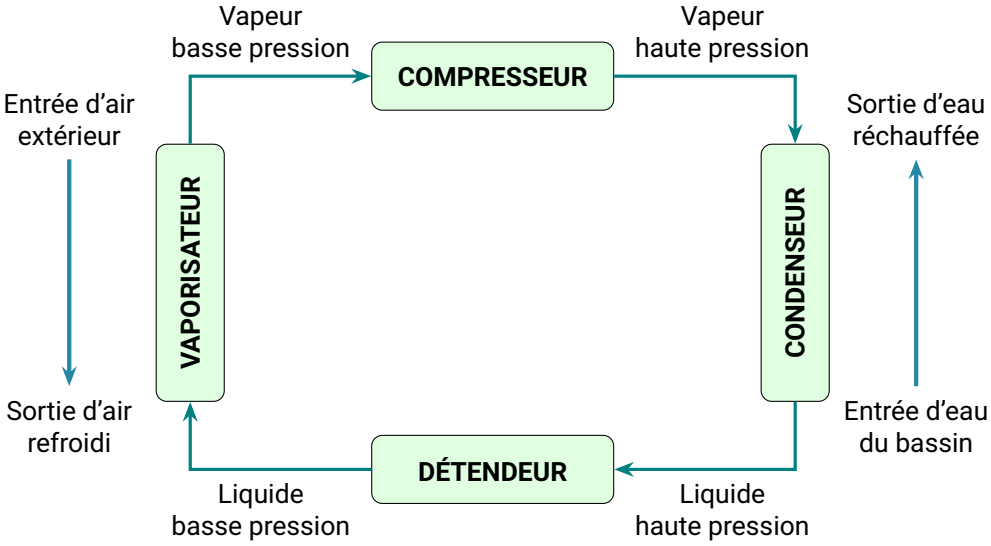

Figure 2 – Cycle du fluide frigorigène dans la PAC
8) D'après la figure 2, le fluide se trouve à des pressions différentes selon les zones du circuit. On considère qu'en un endroit il occupe, à l'état gazeux, un volume fermé de $200\,\mathrm{mL}$, sous la pression de $3{,}0 \times 10^5\,\mathrm{Pa}$ et à la température de $40\,^{\circ}\mathrm{C}$. En considérant que le gaz se comporte comme un gaz parfait dans ces conditions, déterminer la quantité de matière de 1,1,1,2-tétrafluoroéthane contenue dans ce volume.